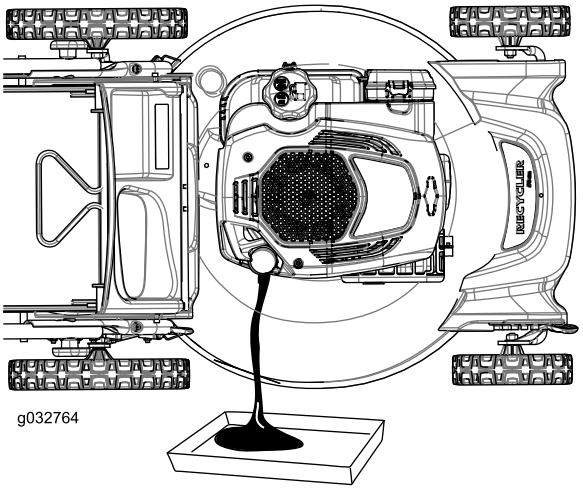

**Figur 26**
7. Lägg maskinen på sidan med påfyllningsröret nedåt för att tömma ut oljan genom påfyllningsröret i kärlet (Figur 26).